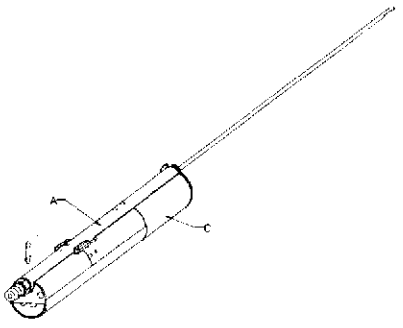

Fig. 2 Drop morcellator (A) into handpiece (C)
2. Guide morcellator (A) into handpiece slot as shown in Figure 2.
3. Slide retaining clip (D) forward until it stops locking the morcellator into position.